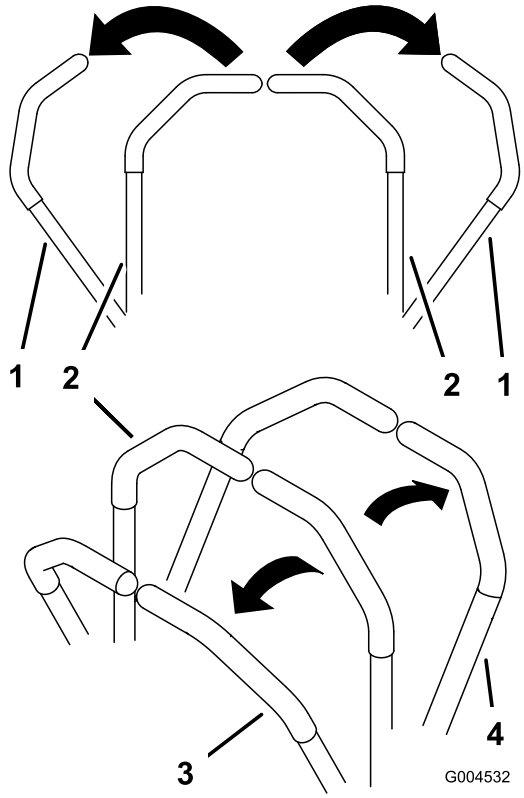

Figuur 15
3. Om vooruit te rijden, duwt u de rijhendels langzaam naar voren (Figuur 15).
Om in een rechte lijn te rijden, moet u gelijkmatige druk uitoefenen op beide rijhendels (Figuur 15).
Om te draaien, beweegt u de rijhendel naar de neutraalstand, in de richting waarin u wilt draaien (Figuur 15).
2. Om achteruit te rijden, trekt u de rijhendels naar achteren (Figuur 15).
Om te draaien, vermindert u de druk op de rijhendels in de richting waarin u wilt draaien (Figuur 15).